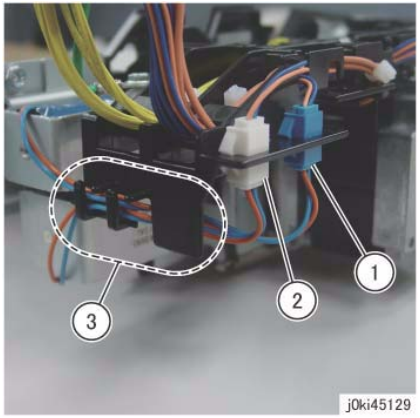

Figure 3 Remove the wire harness from the Harness Guide
12. Remove the wire harness of the solenoid from the Harness Guide. (Figure 3)